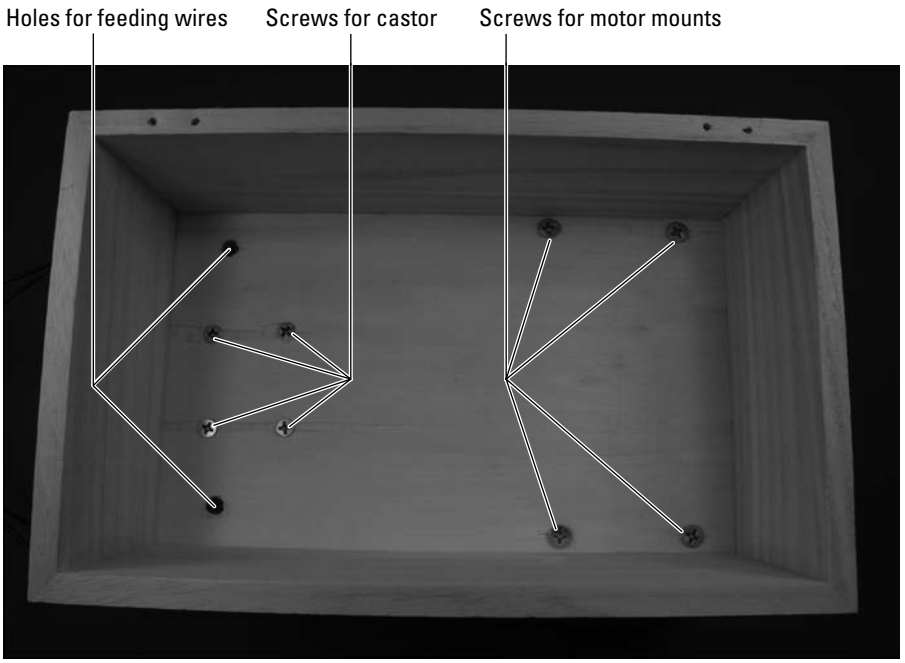

Figure 13-29: The inside of the box after holes have been drilled and the motors and castor are mounted.
2. **Drill holes for the 6-32 screws used to mount the castor, as shown in Figure 13-29.**
3. **Mark a location about an inch to each side of the castor and drill holes with a 1/4" bit to feed the wires to the motors and sensors, as shown in Figure 13-29.**
4. **Using a mending brace to mark the four holes you will drill in the box to mount the motors, drill holes for 8-32 screws, as shown in Figure 13-29.**